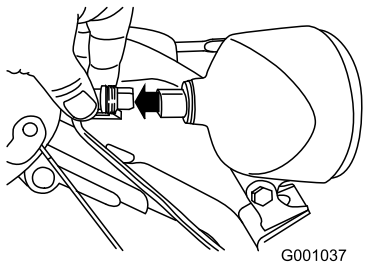

Figur 57
1. Fjern ledningskonnektoren fra baksiden av frontlykten (Figur 57).